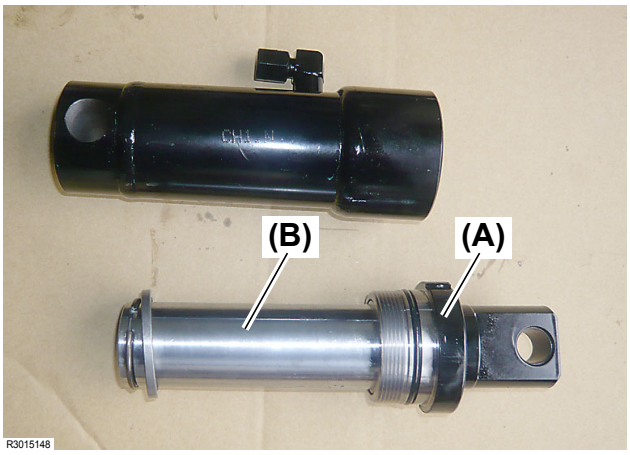

Fig. 5
3. Once the head cover **(Fig. 5, (A))** is removed, all parts including the rod **(Fig. 5, (B))** are removed as a unit.
- Be careful not to damage the rod **(Fig. 5, (B))**. Damaging the rod **(Fig. 5, (B))** causes oil leakage. In such a case, replace the rod **(Fig. 5, (B))** with a new one.